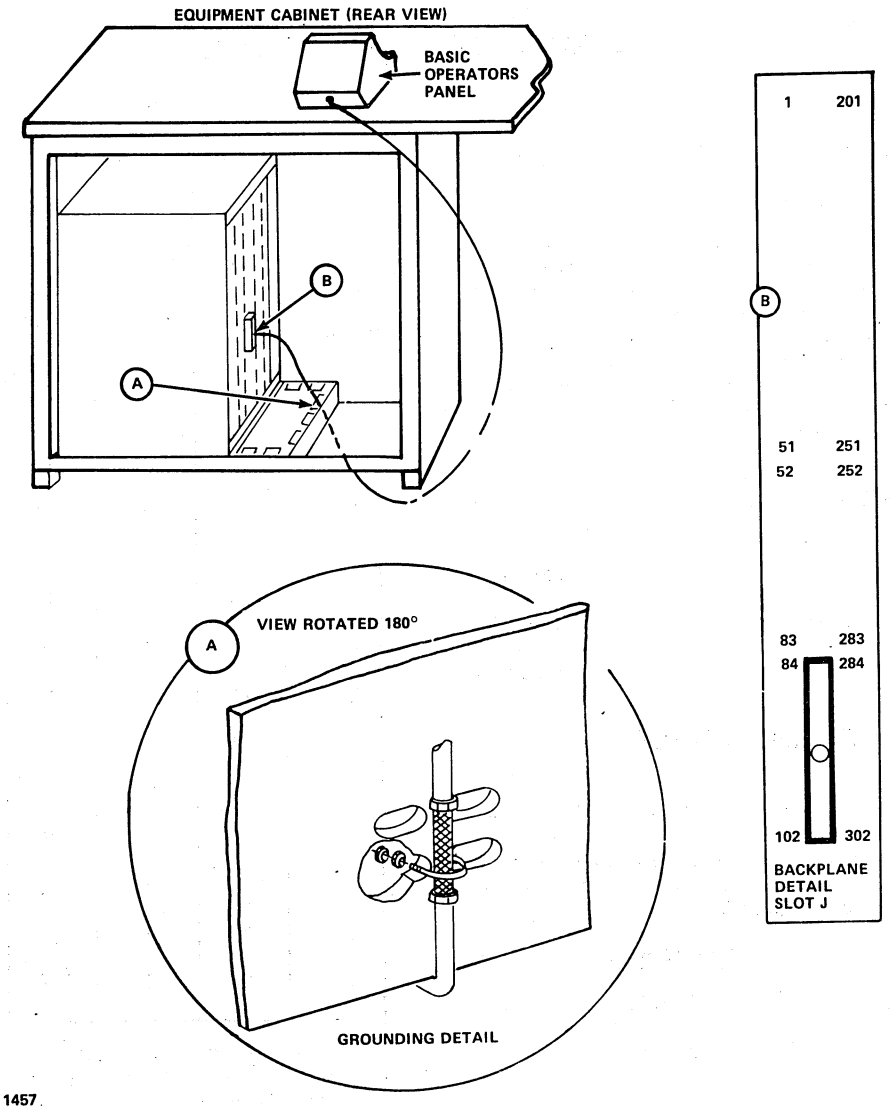

Figure 29-1. BOP Signal Cable Connection
The basic operators panel receives dc power from the processor through the signal interface cable. Figure 29-1 illustrates the connection of this cable to the backplane.
2. Connect the signal cable to the backplane card reader/line printer/communication line adapter board location slot J (figure 29-1).
3. Attach the cable shield to the cabinet (figure 29-1). More than one signal cable may be grounded by a single U-bolt.